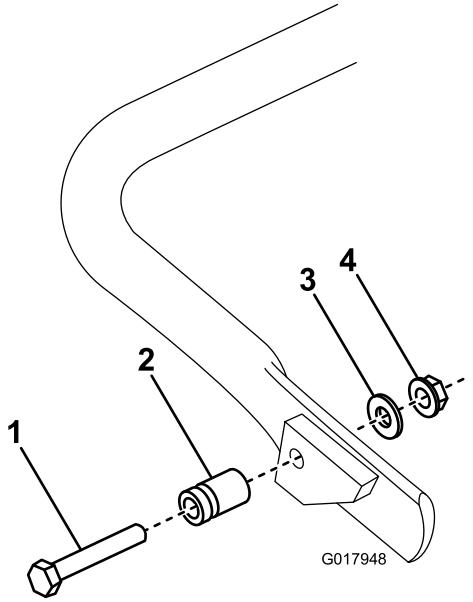

Figuur 5
1. **Alleen op de GR1600**: maak de veersteun vast aan de rechterkant van de kick-standaard (Figuur 5). Gebruik hiervoor de bijgeleverde bout, ring en flenskopmoer.